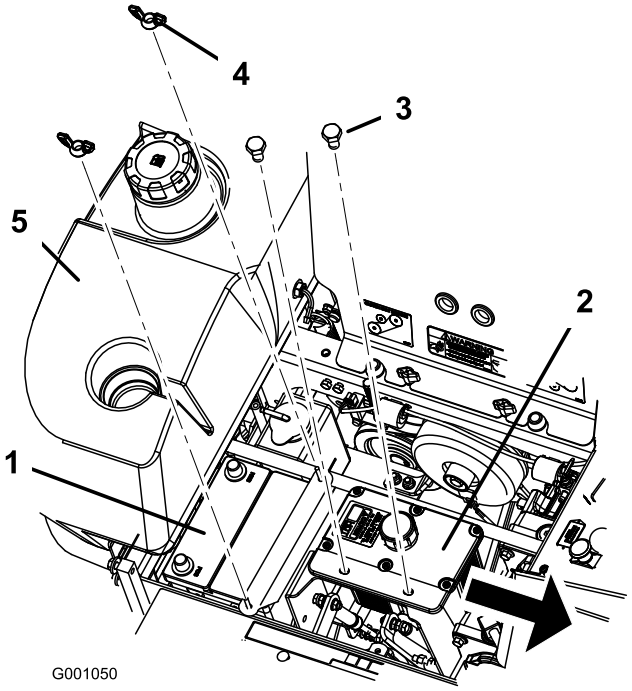

Figur 51
6. Fjern de to vingemøtrikker (1/4 tomme), som fastholder batteriets spændestykke (Figur 51).
7. Løsn de to bolte, der holder hydrauliktanken (Figur 51).
1. Placer batteriet i bakken, så polerne vender væk fra hydrauliktanken (Figur 51).
6. Fastgør batteriet med J-bolte, hold spændestykket og 2 skiver (1/4 tomme) nede og 2 vingemøtrikker (1/4 tommer) (Figur 51).